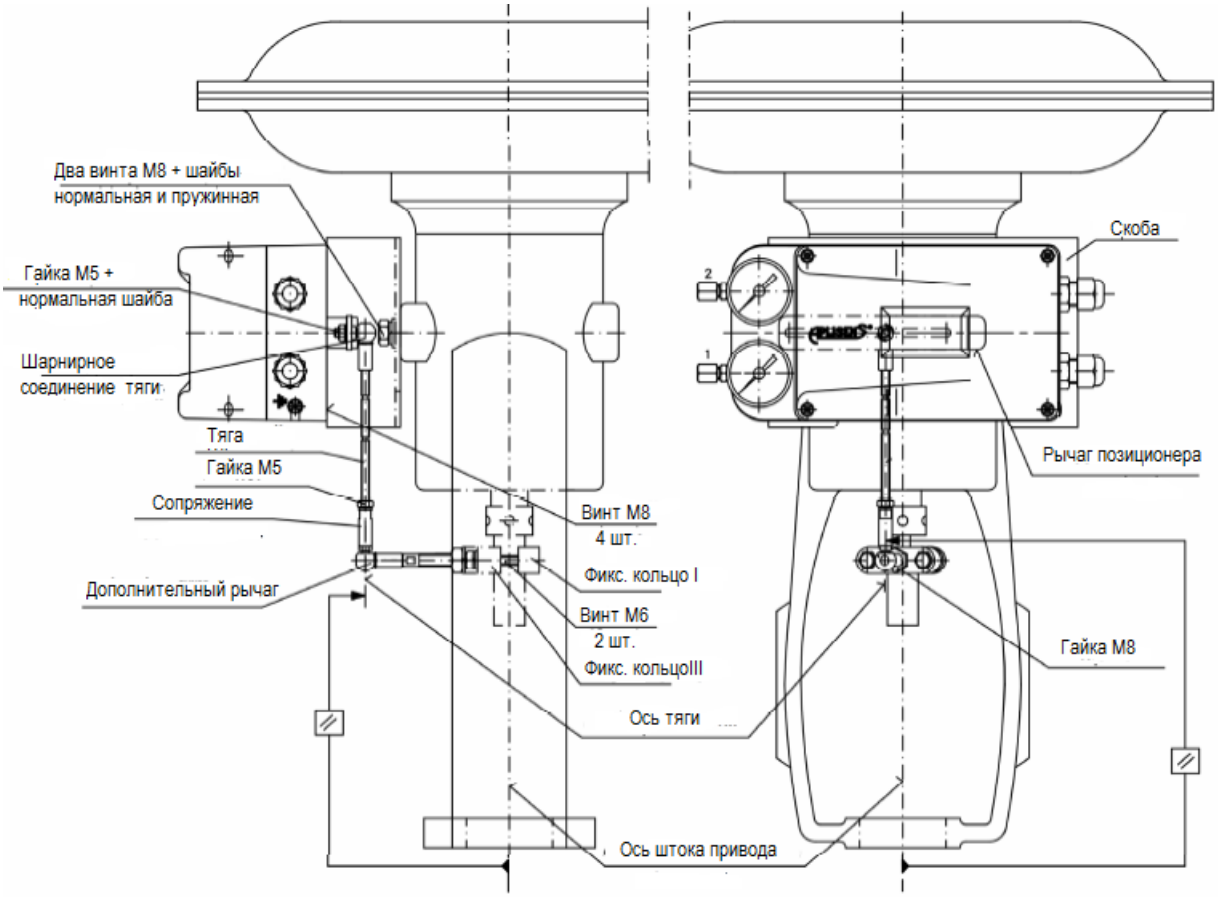

Рис. 5. Позиционер APIS-100-… с монтажным комплектом APIS-A001
b) Закрепите шаровой шарнир на рычаге позиционера в месте, соответствующем ходу штока привода и затяните гайку M5 (см. рис. 5 и 6).
i) Вверните рычаг тяги в фиксирующее кольцо III, затем отрегулируйте его длину и отрегулируйте положение позиционера по отношению к приводу, перемещая его по прорезям в монтажной скобе относительно крепежных винтов, таким образом, чтобы тяга была параллельна штоку привода. Если дополнительный рычаг тяги окажется слишком длинным, его необходимо укоротить (см. рис. 5 и 6).